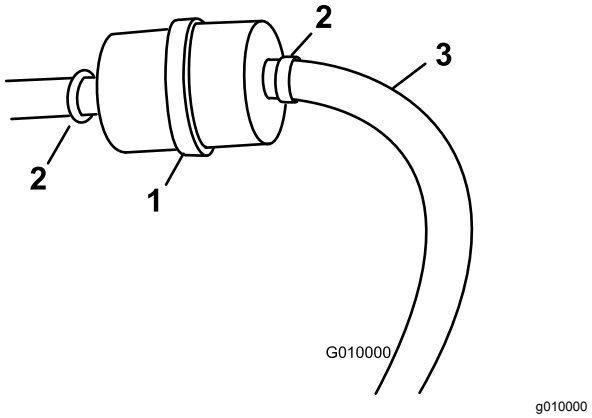

Figura 17
3. Mettete un contenitore pulito sotto il filtro del carburante (Figura 17).